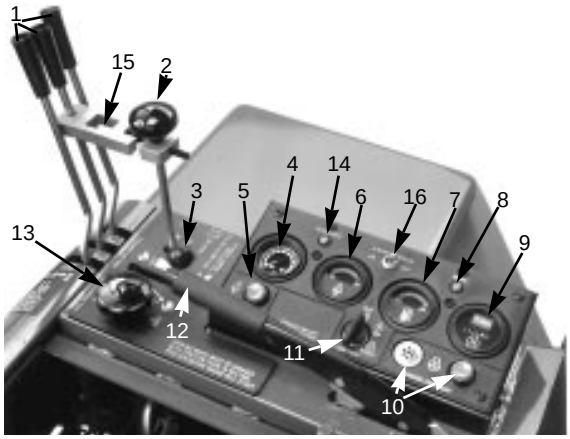

Fig. 11
1. Sett deg på setet, men uten å ha foten på kjørepedalen. Parkeringsbremsen skal være på (fig. 11). Kjørepedalen og klippe/omslipingspedalen må være i nøytral.
2. Hvis motor- eller lufttemperaturen er under 7–10°C, trykkes og holdes motorens forvarmingsbryter inne til lampen lyser (fig. 11). Slipp bryteren og gå til pkt. 3 for å starte motoren.
3. Sett gasspådraget i stilling LANGSOM og drei tenningsnøkkelen til START (fig. 11). Slipp nøkkelen når motoren starter.